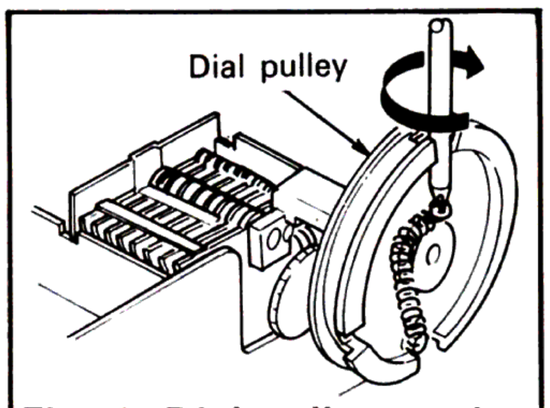

Fig. 1 Dial pulley setting
1. Set the dial pulley as shown in Fig. 1.